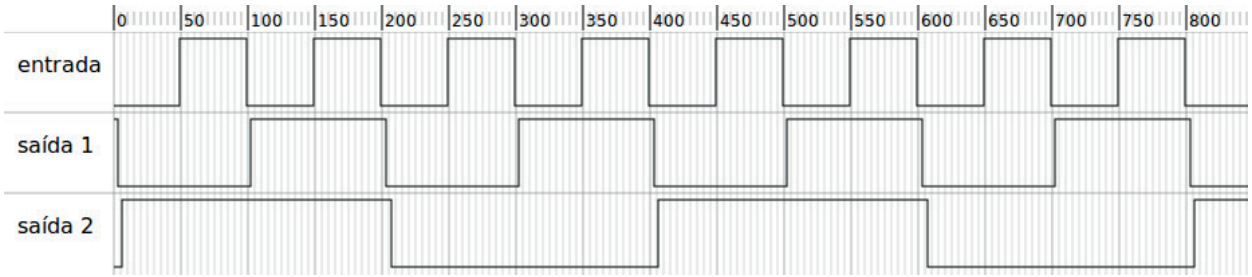

Figura 9.43 – Formas de onda esperadas.
8. Compare as fotos tiradas com o diagrama mostrado na figura 9.43.